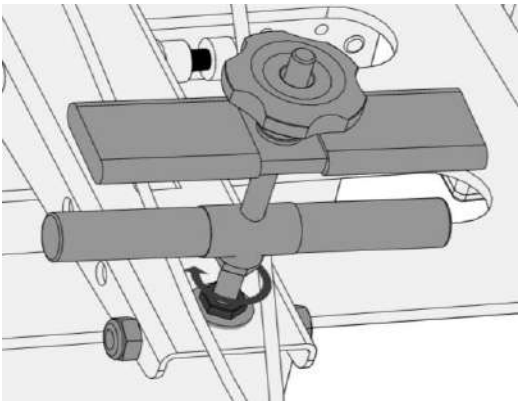

Abbildung 31 - Festziehen der Flanschmutter gegen die Montageplatte
- Ziehen Sie dann die Flanschmutter gegen die Montageplatte fest, wie in der Abbildung 31 dargestellt.
!	**Achten Sie darauf, wie in der Abbildung 31 die Flanschmutter gut gegen die Montageplatte festzuziehen, sodass es zwischen den beiden Elementen keinen Spielraum mehr gibt.**